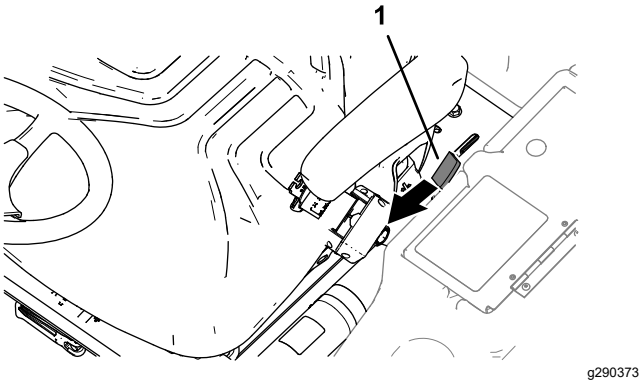

Figur 42
1. För plattformens spärrhandtag (Figur 42) i maskinens framåtriktning tills spärrhakarna frigör låsstaget.